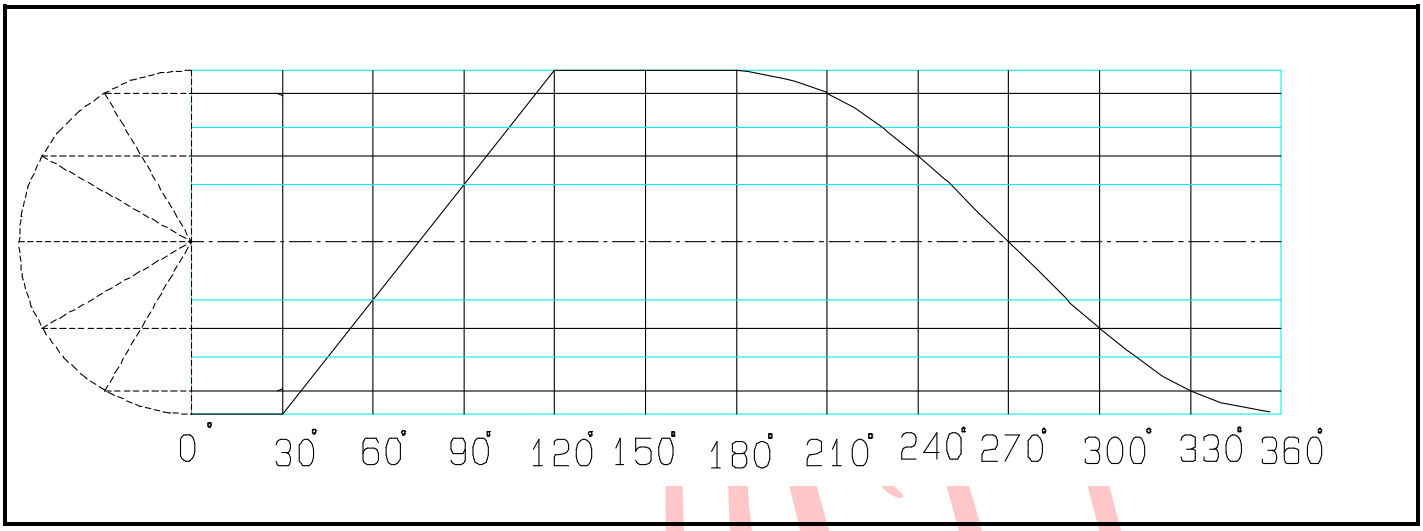

FIGUUR 3
7.1 FIGUUR 3 is 'n slagdiagram met 'n hoogte van 38 mm.